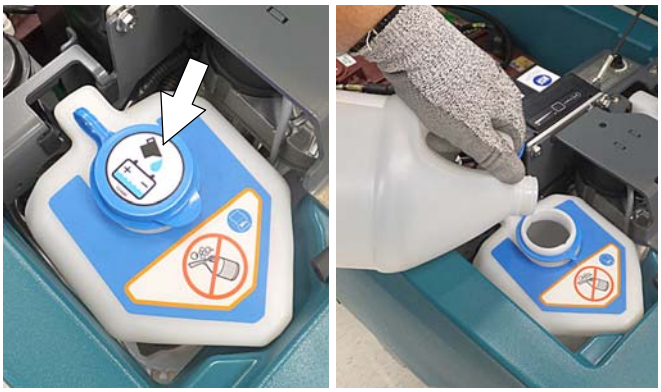

図　28
2. 自動バッテリー補水タンクから青色のキャップを外します（図28）。
3. 蒸留水をタンクに注入します（図28）。